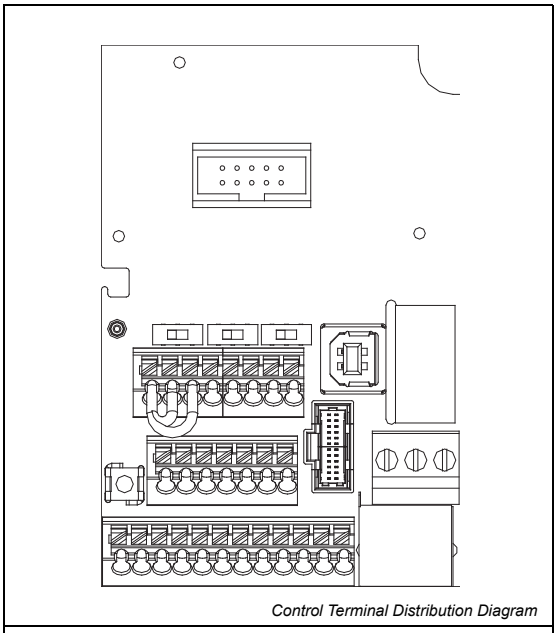
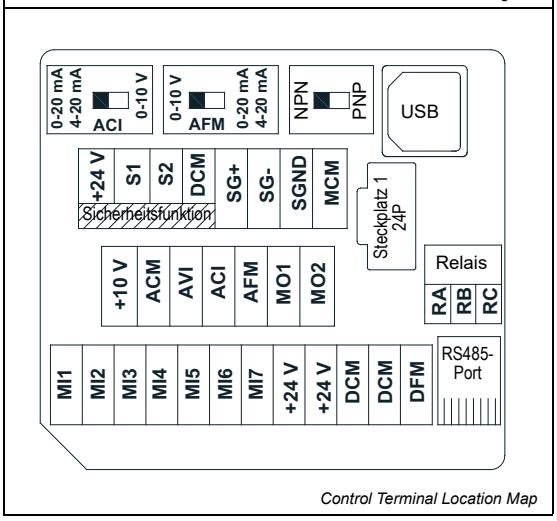

Abb. 6-1: Anordnung der Steuerklemmen
Abb. 6-2: Klemmenbezeichnungen der Steuerklemmen
- Bei der in Abb. 6-1 und Abb. 6-2 dargestellten Werkseinstellung sind die Klemmen +24 V/ S1/S2 kurzgeschlossen. Weitere Details zum Anschluss finden Sie in Kapitel 4.